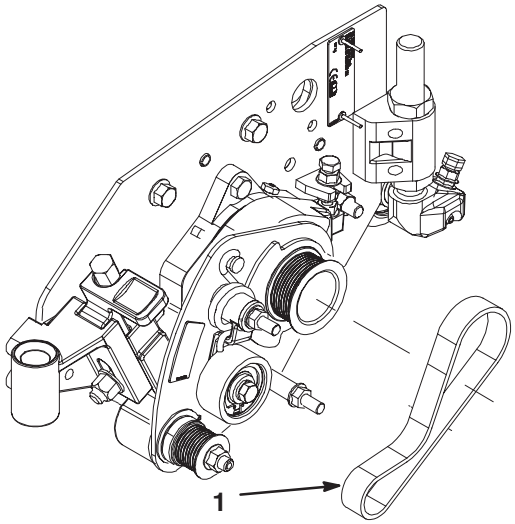

Figure 13
25. Install the belt around the drive and driven pulleys and under the idler pulley (Fig. 13).